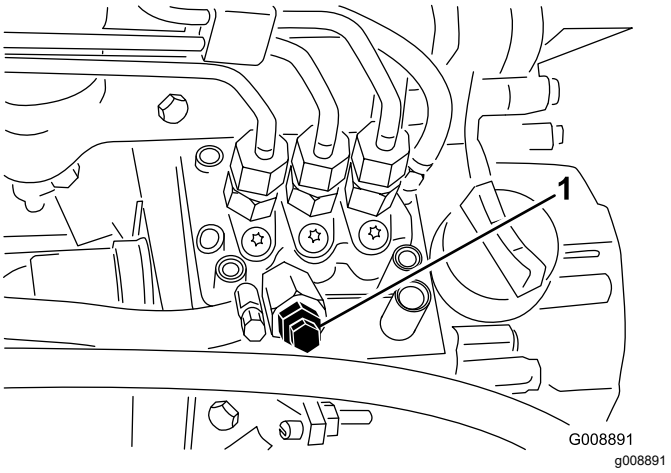

Figur 45
4. Öppna avluftarskruven på bränsleinsprutningspumpen (Figur 45).